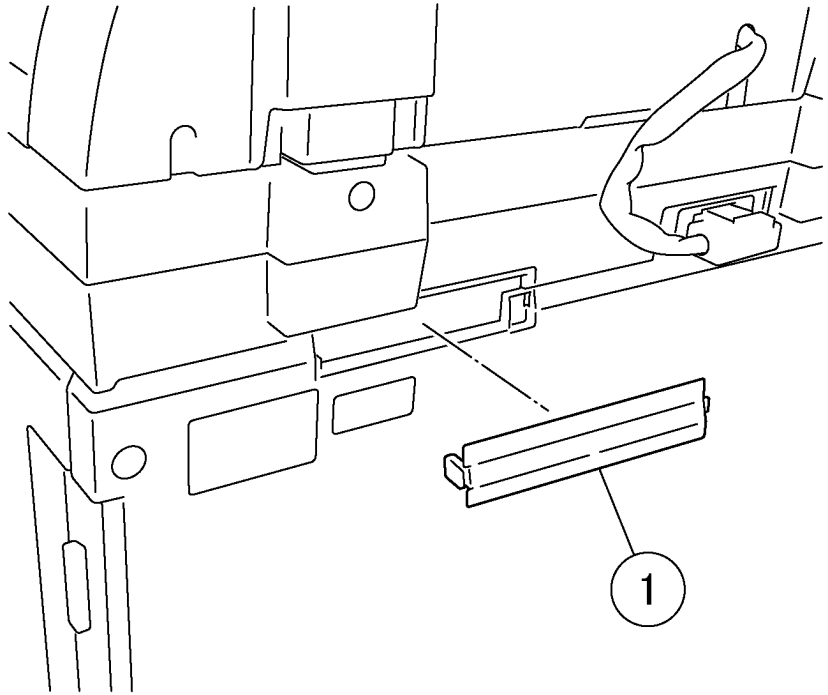

Рисунок 2 Снятие крышки, закрывающей память (j0ch42020)
1. Снимите крышку, закрывающую память (рисунок 2).